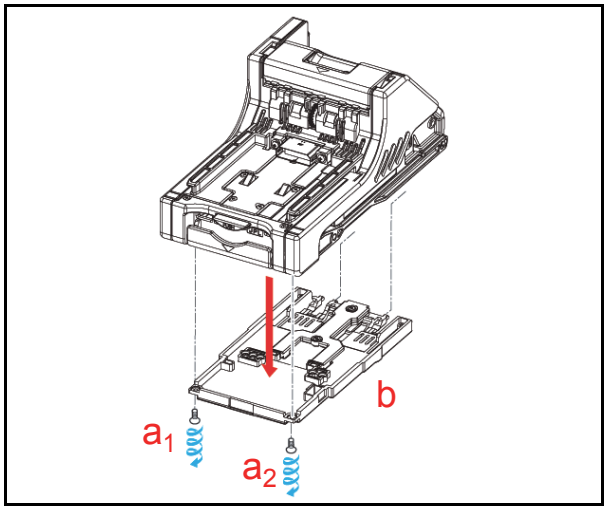

Figure 4-9 TR Bottom Cover Removal
3. Remove the two (2) TR Cover mounting Screws (See Figure 4-9 a_1 & a_2) from the bottom of the Transport Unit, and remove the Transport (TR) Bottom Cover (See Figure 4-9 b) off the Transport Unit.